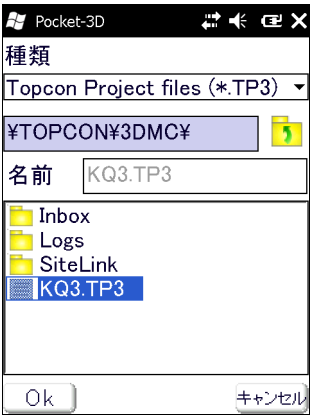

図 3-8. TP3 ファイル取り込み画面
1. **ファイル**ダイアログボックスから入力する TP3 ファイル（*.TP3）を選択し、**【Ok】**をタップします（図 3-8）。